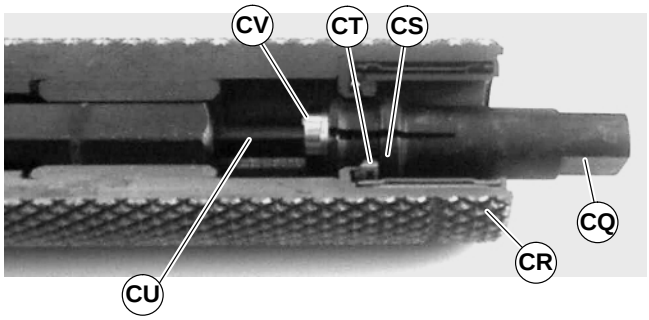

Abbildung 39
1. Das Lagerausbauwerkzeug (CQ siehe Abbildung 39), Teilenr. 25–05, in die Antriebsrolle einführen (CR), bis die Schulter (CS) auf dem Lagerboden aufliegt (CT).